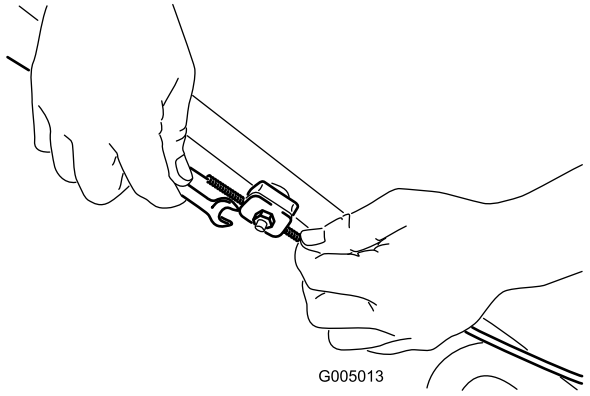

Figura 24
1. Afloje la tuerca del soporte del cable (Figura 24).